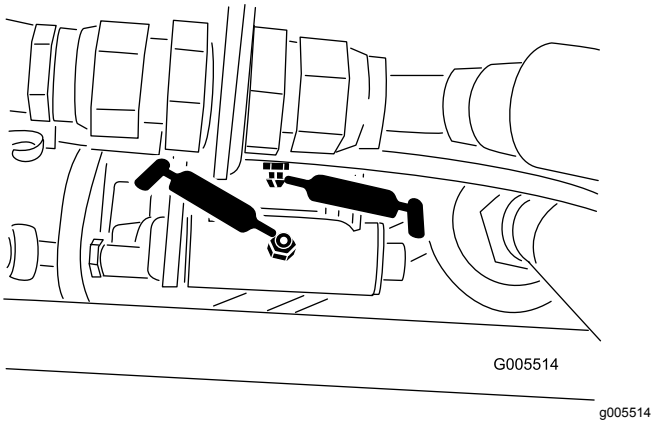
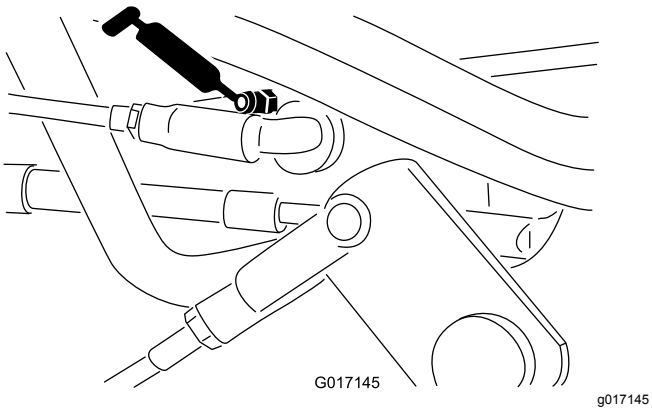

Figuur 42
Figuur 43
- Rijsnelheidshendel (Figuur 42 en Figuur 43)